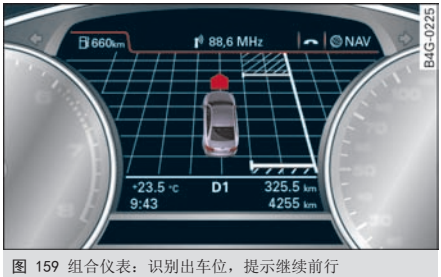

图 159 组合仪表：识别出车位，提示继续前行
- 如果系统发现一个车位，那么即作显示 ⇨ *图 159*。请确认此车位适合于本车停放。